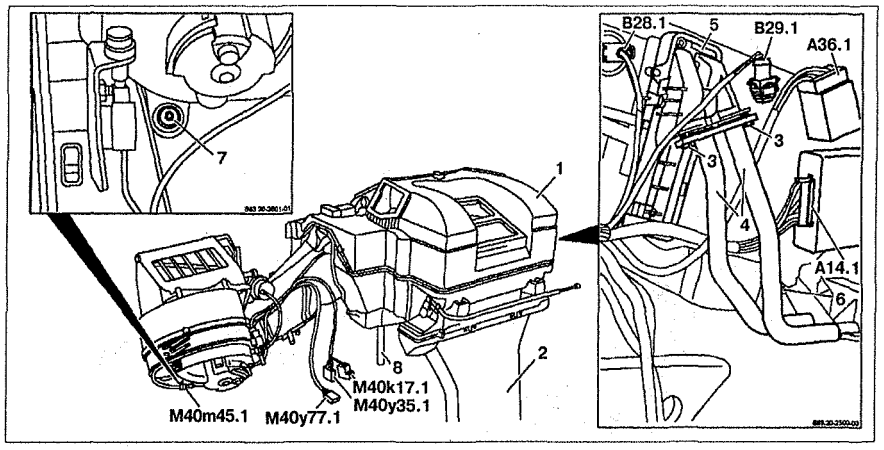

Рис. 10.1. Корпус отопителя:
8. Отсоедините разъем проводки от корпуса отопителя **M40m45.1**, **M40y77.1**, **M40r35.1** и **M40k17.1** (разъема **M40k17.1** отсутствует на моделях 638.094/194/294) (см.рис. 10.1).